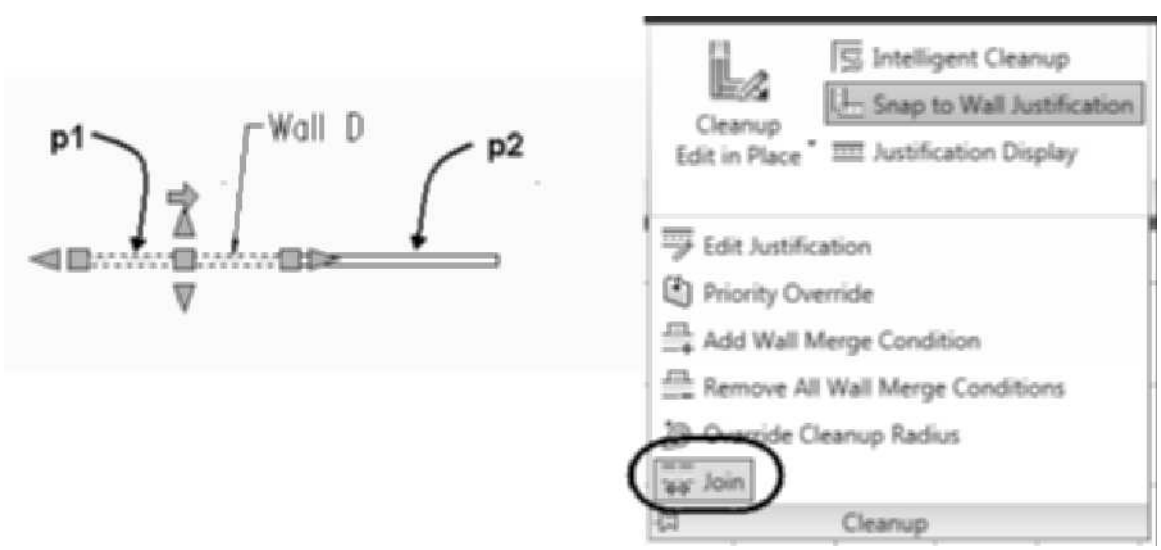

FIGURE 2.38 *Wall segment selected for Join operation*
14. Select **Wall D** at p1, as shown in Figure 2.38, and choose **Join** from Cleanup slide out panel of the Wall tab. Respond to the workspace prompts as shown below:
`Select second wall: (Select adjoining wall segment at p2 in Figure 2.38.)`